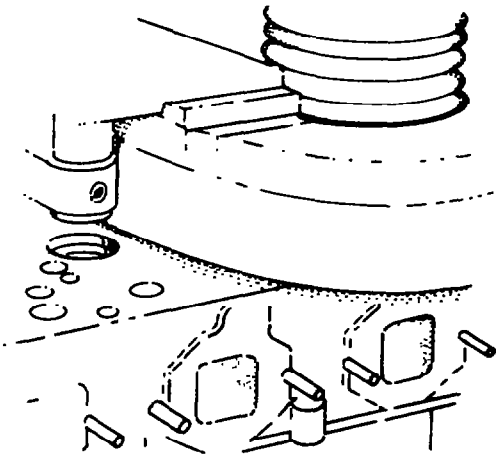

Fig. 8 — Machining Head
b. Machine the head to obtain a true surface (see fig. 8).